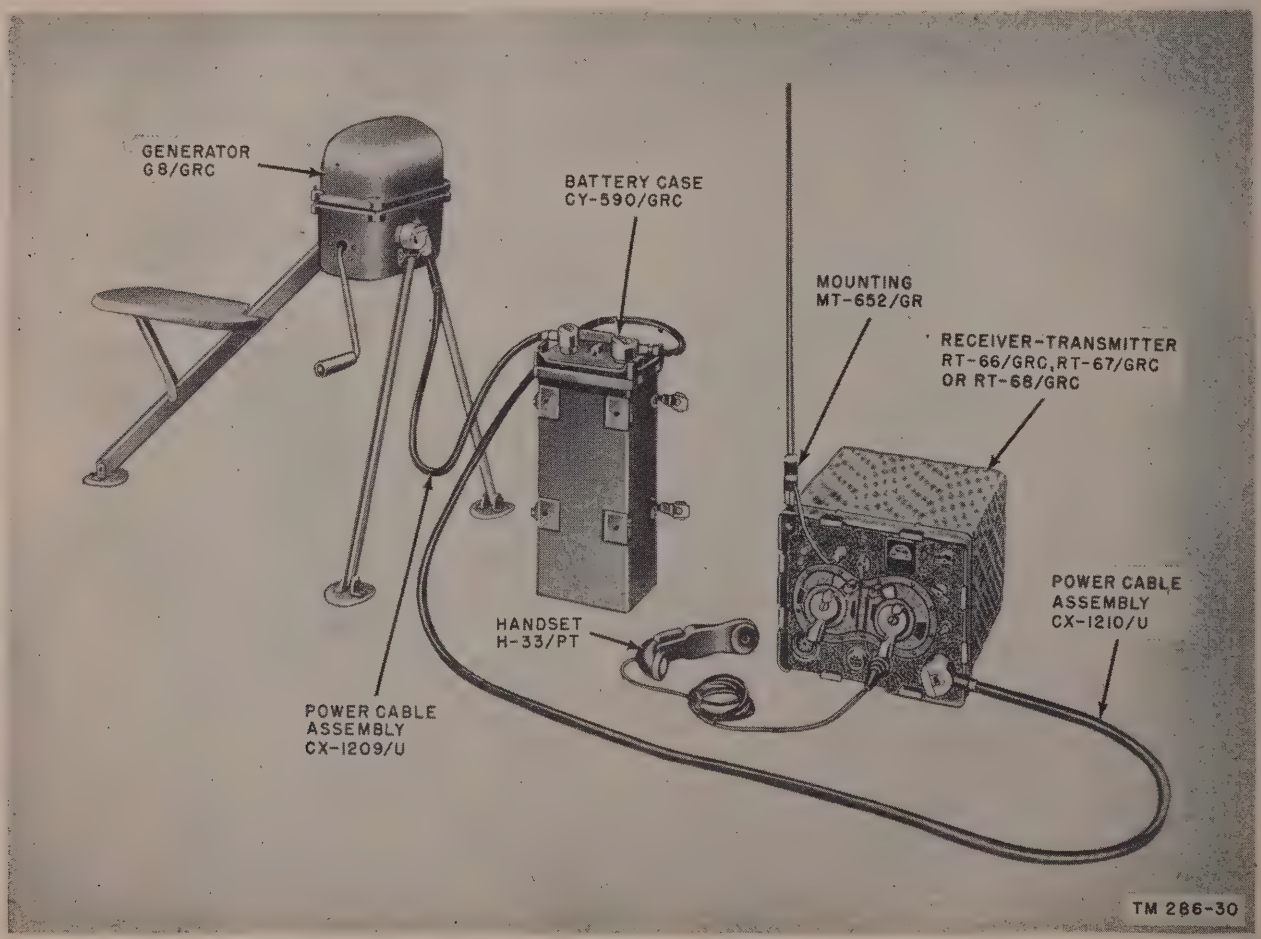

Figure 62. Field operation of Set 1 with Generator G–8/GRC and Case CY–590/GRC.
e. Mounting MT–652/GR. Mounting MT–652/GR (figs. 62 or 64) is used to hold the antenna masts used in field installations. The overhanging flange of the receiver-transmitter front panel has a boss which will accept the base of Mounting MT–652/GR. When the mounting is secured, the mast sections supplied with the modification kit (*f* below) can be screwed into the mounting. A rubber-covered lead-in wire, which is part of the mounting, is used to connect the antennas to the ANT post on the receiver-transmitter.
(fig. 62)
b. Set up the generator, battery case, and receiver-transmitter, as illustrated in figure 62. Refer to the manual supplied with the generator for detailed information on that unit. Turn the OFF-ON-REMOTE CONTROL switch of the battery case to the OFF position.